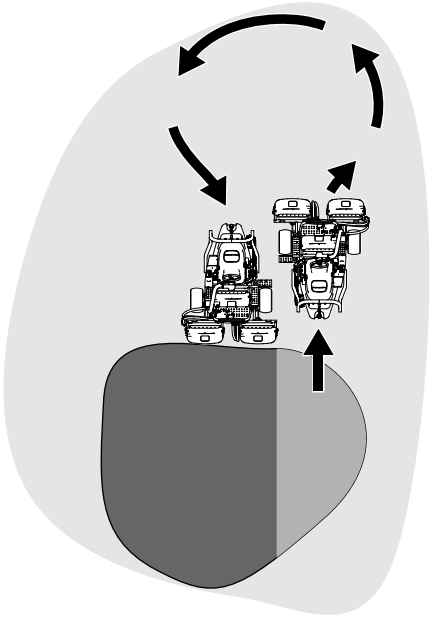

Bild 33
6. Verkürzen Sie die Betriebszeit und vereinfachen Sie das Ausrichten für den nächsten Durchgang, indem Sie die Maschine vorübergehend in die entgegengesetzte Richtung und dann in die Richtung des ungemähten Teils drehen. Führen Sie eine tränenförmige Wende durch (Bild 33), um die Maschine schnell für den nächsten Durchgang auszurichten.